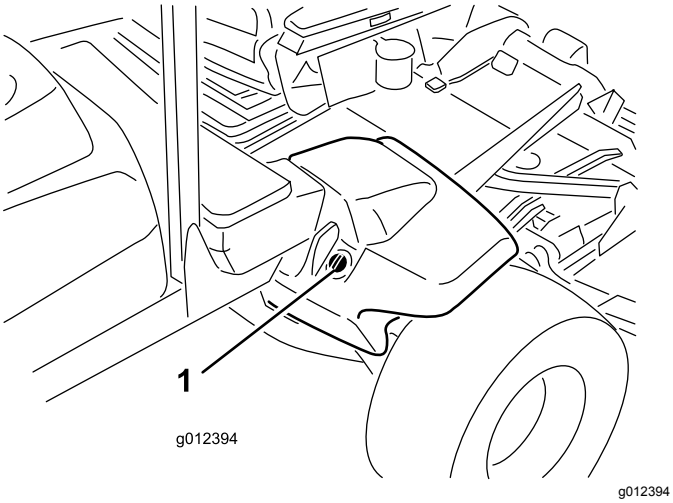

Figur 17
2. Rengør området omkring påfyldningsstudsen og hydrauliktankens dæksel (Figur 17). Fjern dækslet fra påfyldningsstudsen.